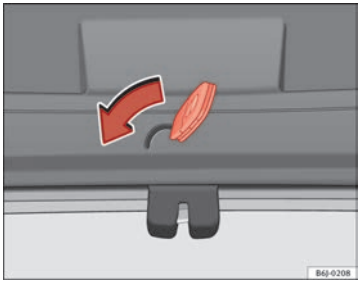

Fig. 50 Tailgate: emergency open
– Insert the key in the groove and unlock the locking system, turning the key from right to left, as shown by the arrow ⇒ fig. 50.